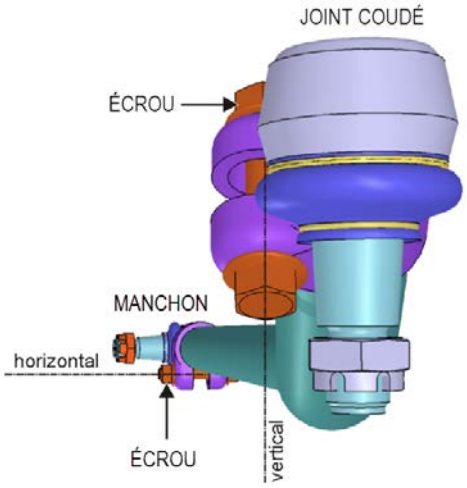

FIGURE 10: NOTEZ L'ORIENTATION VERTICALE DE LA VIS AU JOINT COUDÉ ET DE QUEL COTÉ EST PLACÉ L'ÉCROU.
12. Ajuster le manchon aux valeurs de la FIGURE 10.